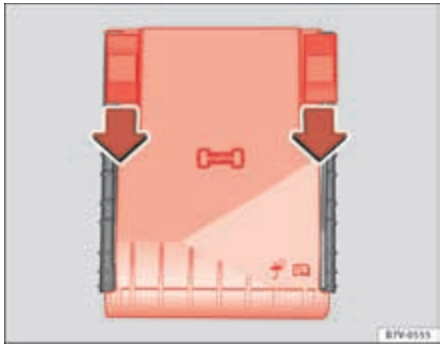

Fig. 210 In the engine compartment: fuse box cover.
- Move the attachment tabs forwards, in the direction indicated by the arrow to release the fuse box cover ⇒ fig. 210.